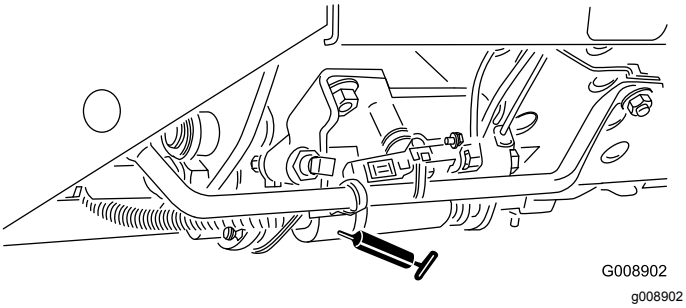

Figur 57
- Klippe-/transportpedal (Figur 57)